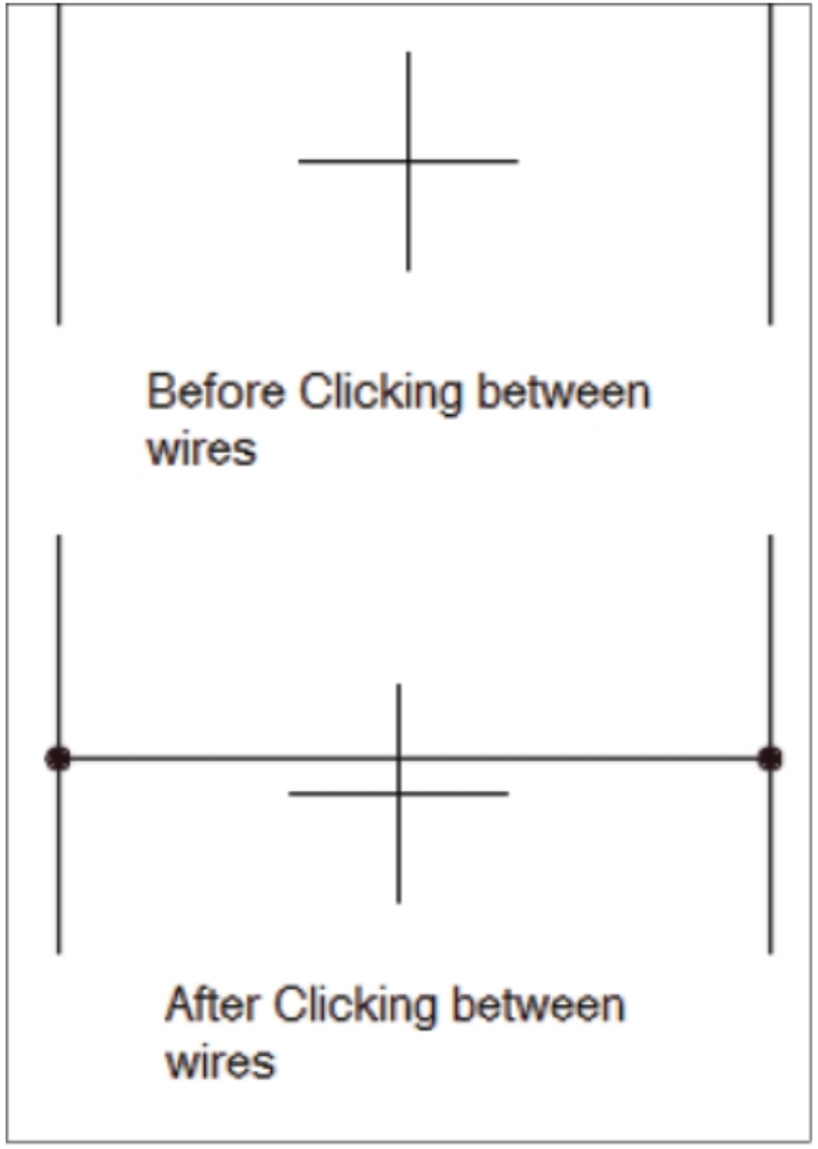

Figure-72. Rung connected
- Click between the two parallel wires. A rung will be created connecting both the wires; refer to Figure-72.